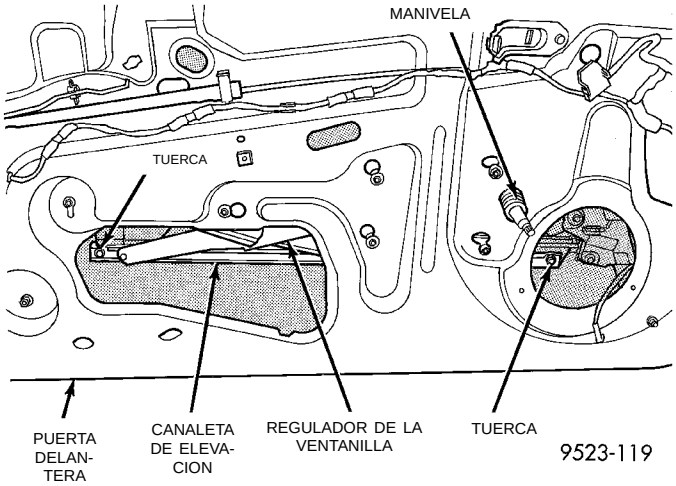
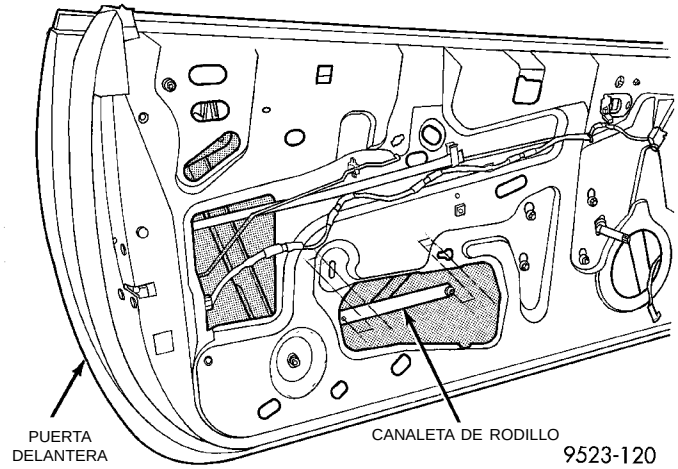
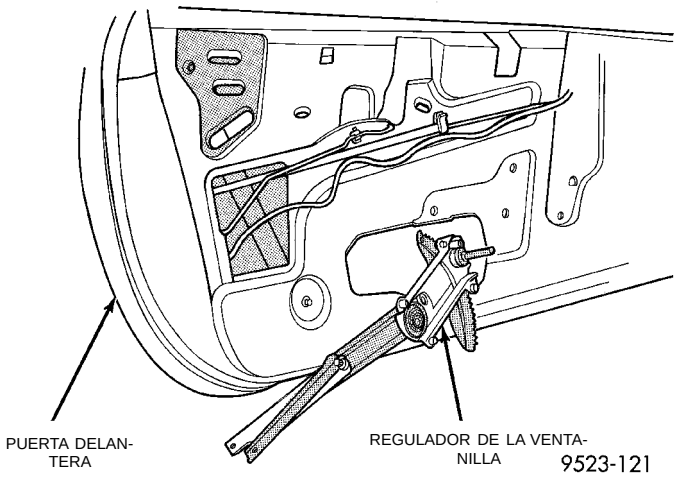
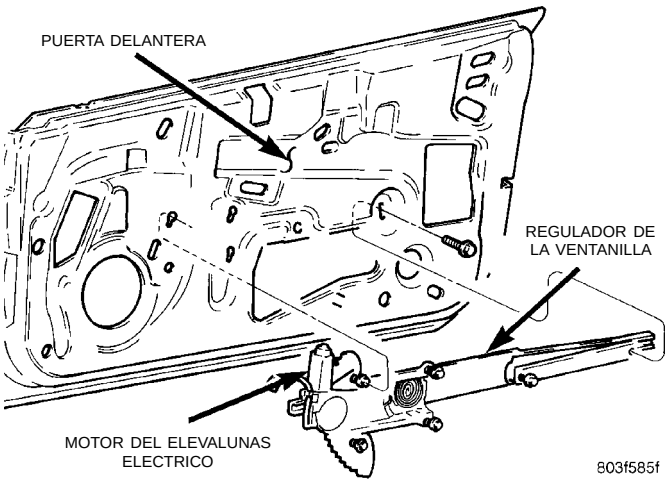

Fig. 18 Canaleta de elevación del regulador
Fig. 19 Canaleta de rodillo
Fig. 20 Regulador manual de la ventanilla
Fig. 21 Regulador del elevalunas eléctrico
(1) Retire el panel tapizado de la puerta y el protector contra el agua.
(2) Desconecte el conector del cable al motor del elevalunas eléctrico, si el vehículo lo tiene instalado.
(3) Retire las tuercas que fijan la canaleta de elevación del regulador al cristal de la puerta (Fig. 18).
(4) Asegure el cristal de la puerta. El cristal debe estar cerrado.
(5) Marque la posición del perno trasero de la canaleta de rodillo en el panel interior de la puerta para facilitar la instalación.
(6) Retire el perno que sujeta la parte trasera de la canaleta de rodillo al panel de la puerta.
(7) Afloje el perno que sujeta la parte delantera de la canaleta de rodillo al panel de la puerta.
(8) Separe la canaleta de rodillo del panel de la puerta (Fig. 19).
(9) Afloje los pernos que sujetan el regulador de la ventanilla al panel interior de la puerta.
(10) Separe las cabezas de pernos de las muescas del ojo de llave, en el panel interior de la puerta.
(11) Retire el regulador de la ventanilla a través del orificio grande en el panel interior de la puerta (Fig. 20) y (Fig. 21).
(12) Retire el motor del elevalunas eléctrico del regulador, si el vehículo lo tiene instalado. Para informarse sobre el procedimiento del Motor del elevalunas eléctrico, consulte el Grupo 8S.